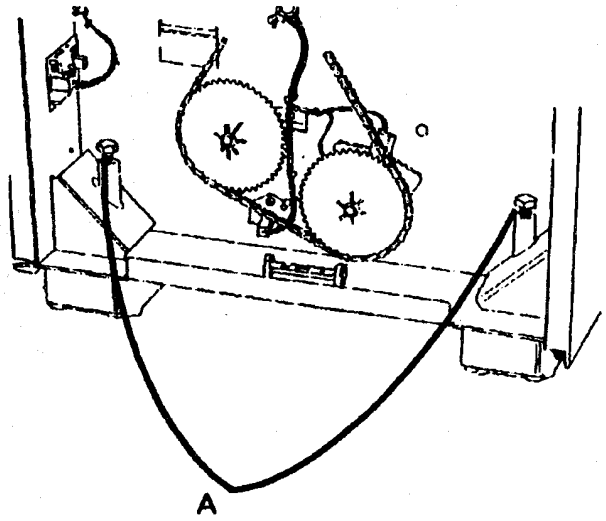

Рис. 12. Опустите машину в самое низкое положение.
10. (Рис. 12): Опустите машину в самое низкое положение.